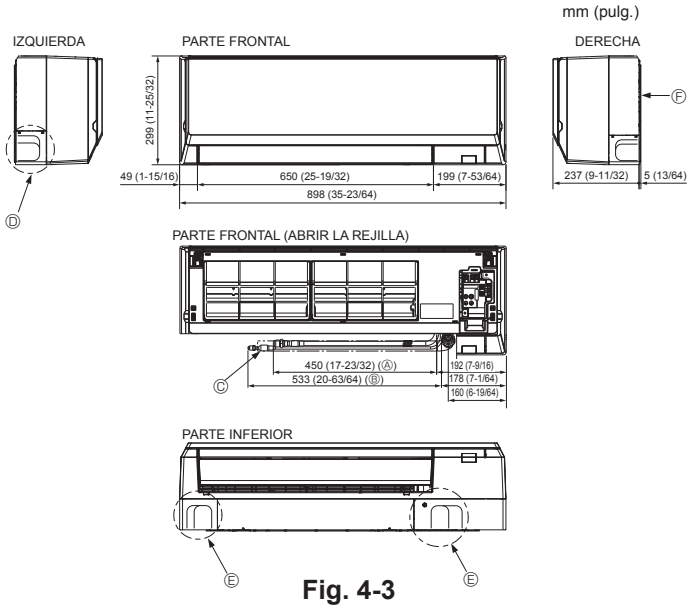

Fig. 4-3
4.3. Colocación de los tubos del refrigerante y de drenaje (Fig. 4-3)